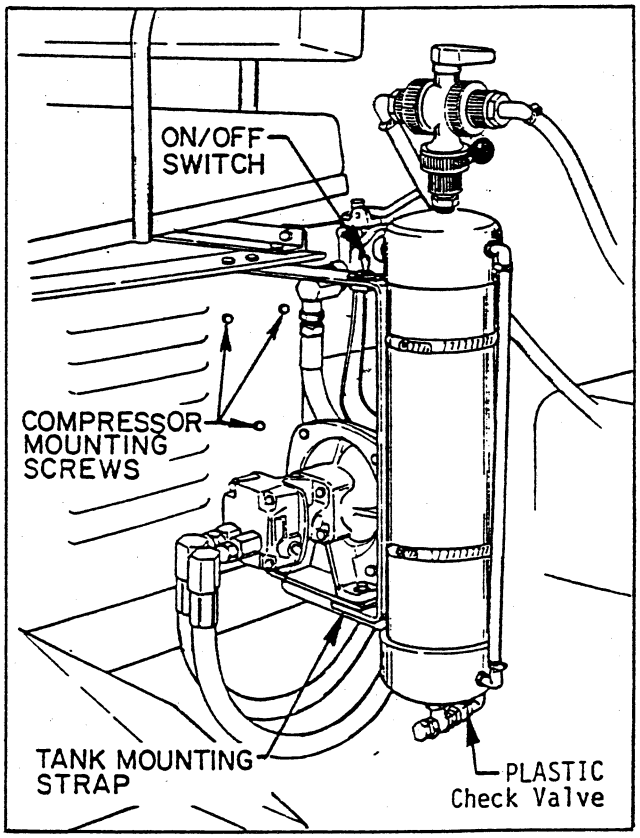

FIG. 2
■ Assemble the Tank complete. IMPORTANT! Make sure the PLASTIC Check Valve is installed at the Tee in the bottom of the Tank. Mount the Tank as shown in FIG. 2. Remove the nut which holds the Centrifugal Pump to the Vehicle frame and use it to secure the lower leg of the Mounting Strap. Mount the upper leg of the Strap to the Seat Spring, using two 5/16 x 1" cap screws, flat washers and lock nuts.